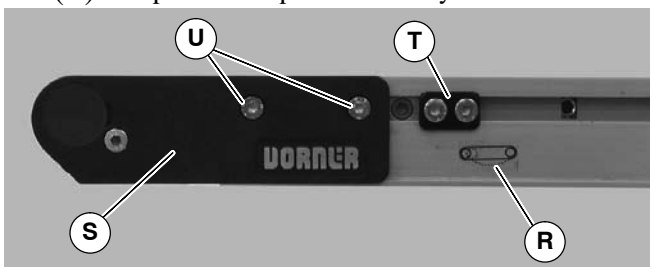

Figure 17
4. Remove tension door screws (AM) on each side of the drive module.
5. Using finger grip holes (AN), open the tension door (AO) to release conveyor belt tension.
6. On tension end of the conveyor, identified with a label (R of Figure 17), push in head plate assembly (S): On both sides of conveyor, loosen and move cam tracking assemblies (T) (if equipped) away from head plates, then loosen fastening screws (U) and push head plate assembly inward.